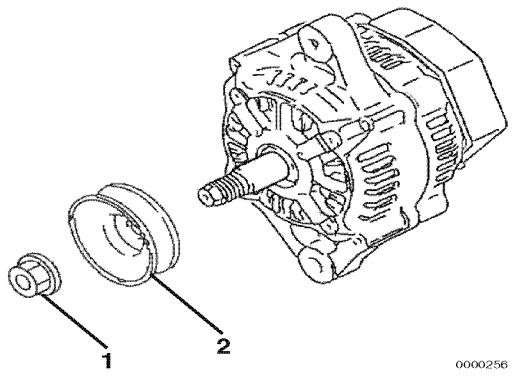

Figure 12-18
11. Reassemble the pulley **(Figure 12-18, (2))** and nut **(Figure 12-18, (1))** to the shaft of the rotor assembly. Tighten the nut.